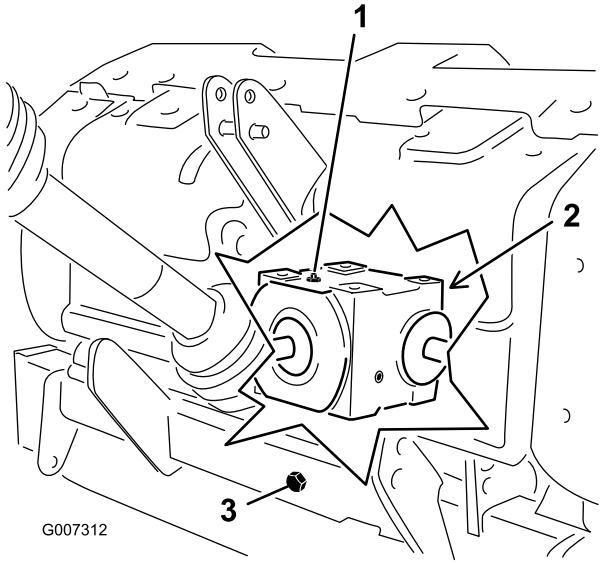

Figur 27
2. Tag kontrolproppen af gearkassen (Figur 27).
3. Sørg for, at olien når op til bunden af kontrolprophullet i gearkassen (Figur 27).
1. Fjern snavs fra påfyldningsproppen og aftapningsdækslet for at undgå kontaminering (Figur 27).